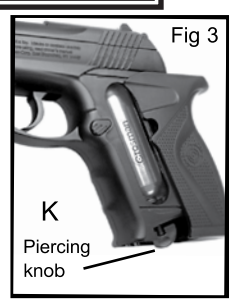

Fig 3
K. Piercing knob (fig. 3)
- Holding the airgun as shown, slide the grip plate straight back to open (Fig. 3).
- Slide the grip plate straight back to open (fig. 3.).
- Loosen the cartridge piercing knob by slowly turning it left (see fig. 3) allowing any remaining gas to escape.